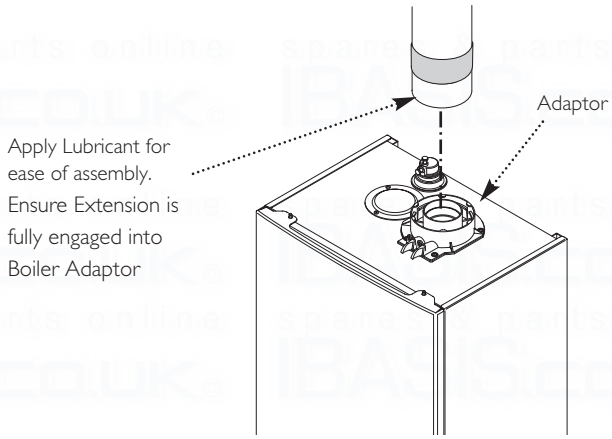

Fig. 57
15. Engage the extension into the adaptor up to this position (Fig. 57). Once the installation of the flue is complete and all support brackets are securely in place remove the tape.